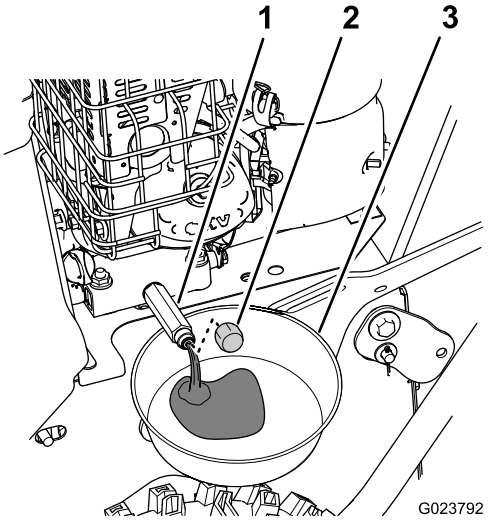

Figure 26
1. Placez un bac de vidange sous le raccord de vidange et enlevez le bouchon de vidange d'huile (Figure 26).